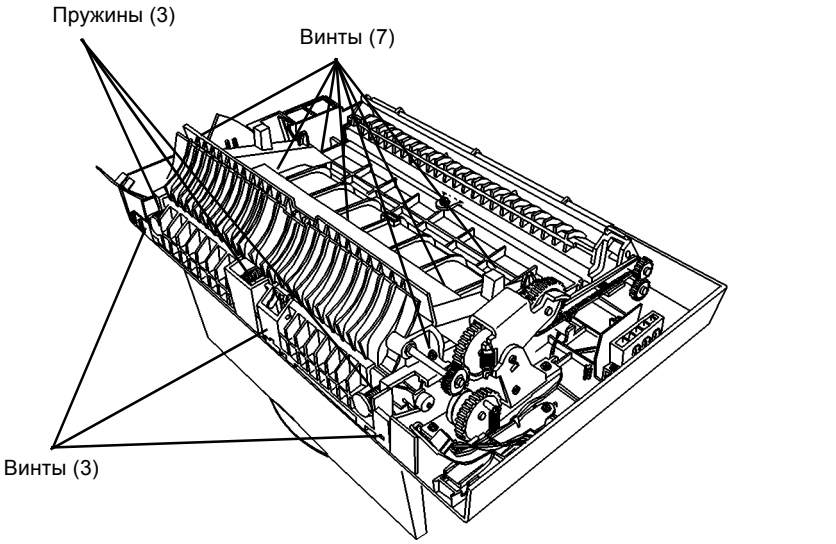

Рисунок 7 Установка нижней и верхней направляющих
4. Установите нижнюю направляющую, заверните винты (3), установите пружины (3) и верхнюю направляющую, заверните винты (7) (Рисунок 7).